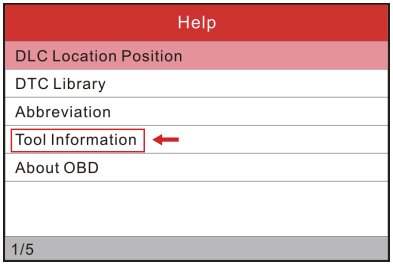

Figure 4
6. Sélectionnez Information d'outil (voir Figure 4) et appuyez sur le bouton [OK] pour entrer.